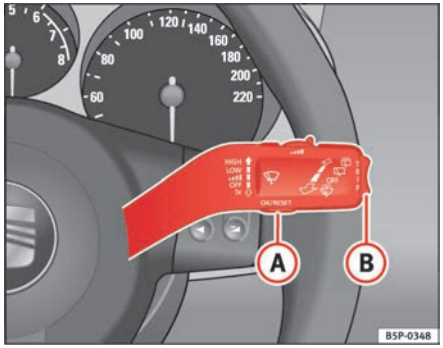

Fig. 39 Windscreen wiper and windscreen wash lever: button A and rocker switch B
A **Service pre-warning** will appear in the mileage displays if a service is due soon. A “spanner” symbol appears and the display “km” with the distance that can be driven until the next service appointment is due. The display will change after approximately 10 seconds. A “clock symbol” appears and the number of days until the service appointment should be carried out. The following message is shown in the instrument panel display: **SERV. IN ... KM OR ... DAYS**. The service message will disappear approximately 20 seconds after the ignition is switched on or the engine is running. The normal display can be resumed by pressing the reset button on the trip counter or by pressing the rocker switch of the MFI ⇒ page 61, fig. 39 (B).
– With the ignition switched on, briefly press the button ⇒ fig. 39 (A) on the windscreen wiper lever to move between the two memories.